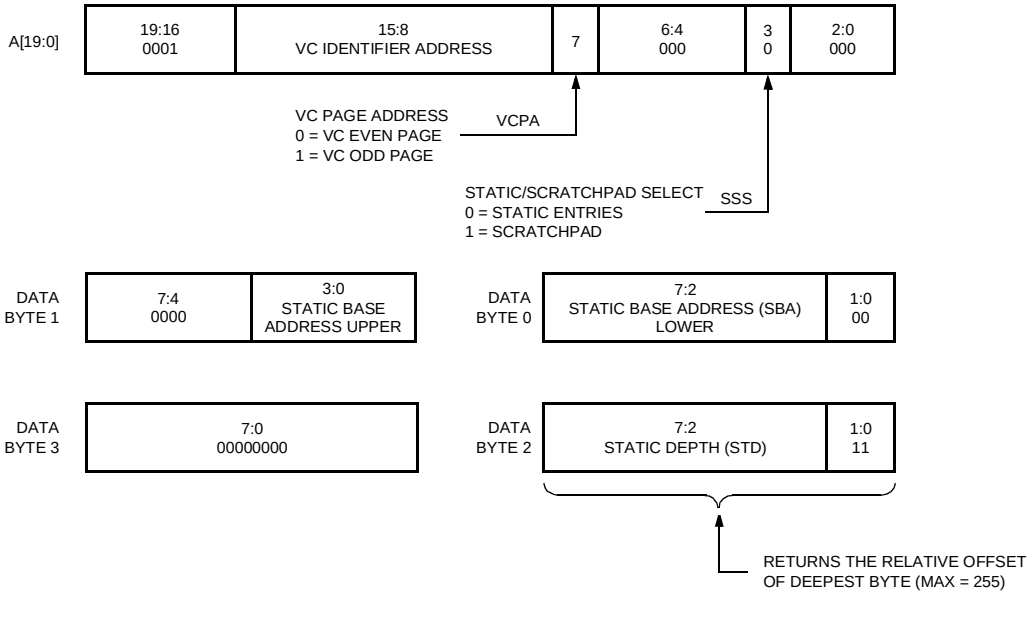

Figure 47. Microprocessor Programming—Read Virtual Channel Static Command
- The READ STATIC command is presented as a microprocessor read cycle (see Figure 47 on page 145).